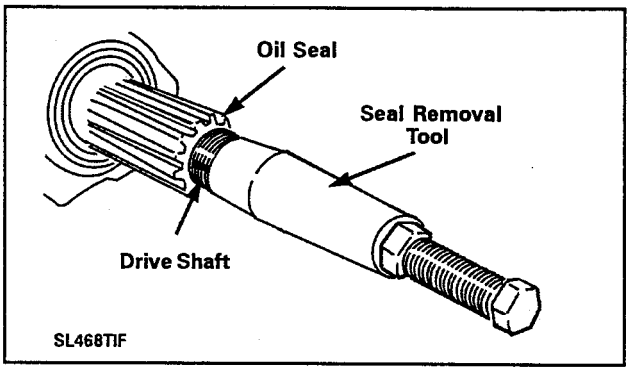

Figure 7-7a
3. Use tool part number **2000021.** Remove the old seal from the lower housing ***(Figure7-7a thru 7-7c).***